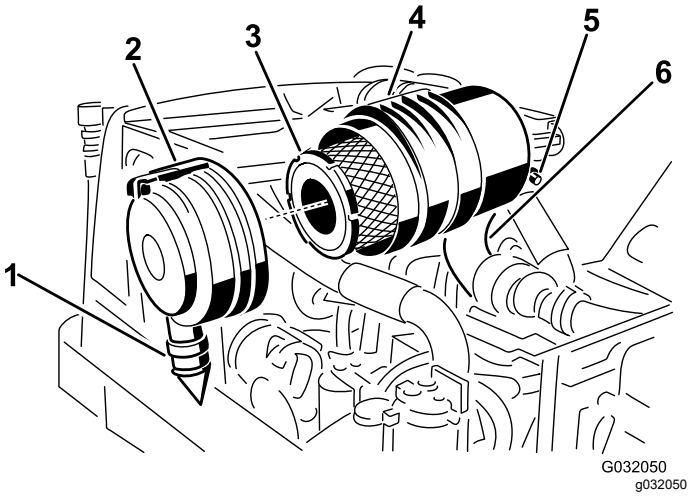

Figura 47
2. Retire o filtro principal (Figura 47).
3. Substitua o filtro principal (Figura 47).
7. Instale a tampa orientando a válvula de saída de borracha para uma posição descendente, entre cerca das 5h00 a 7h00 quando vista da extremidade, e prenda o trinco (Figura 47).